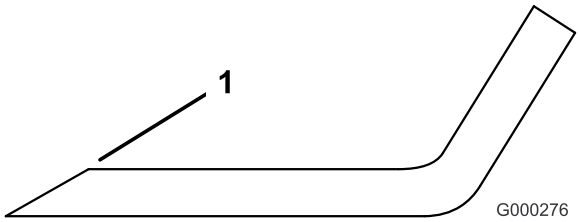

Figur 81
1. Anvend en fil til at slibe begge ender af skærekniven (Figur 81). Bevar den oprindelige vinkel. Skærekniven bevarer balancen, hvis der fjernes den samme mængde materiale på begge skærekanter.